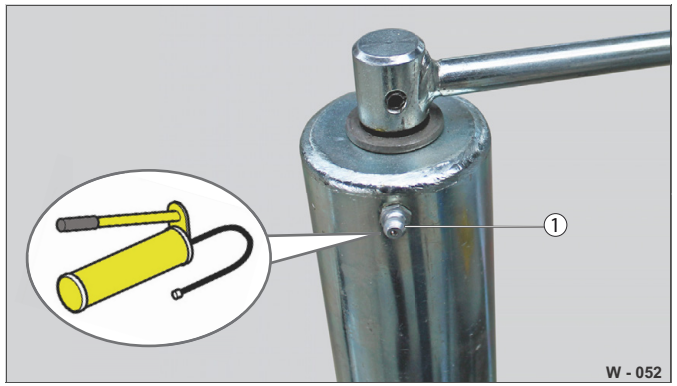

Abb. 41 Mazání
▶ V případě potřeby uzavřete maznici (Abb. 41/1) víčkem.